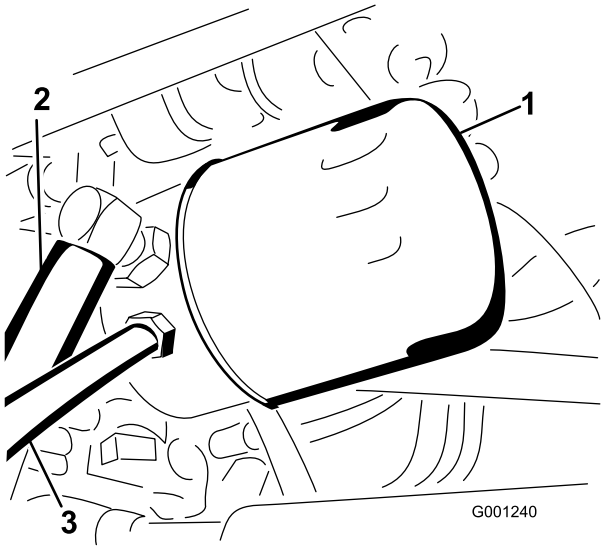

**Figuur 71**
4. Reinig de omgeving van het hydraulische filter en verwijder het filter (Figuur 71).